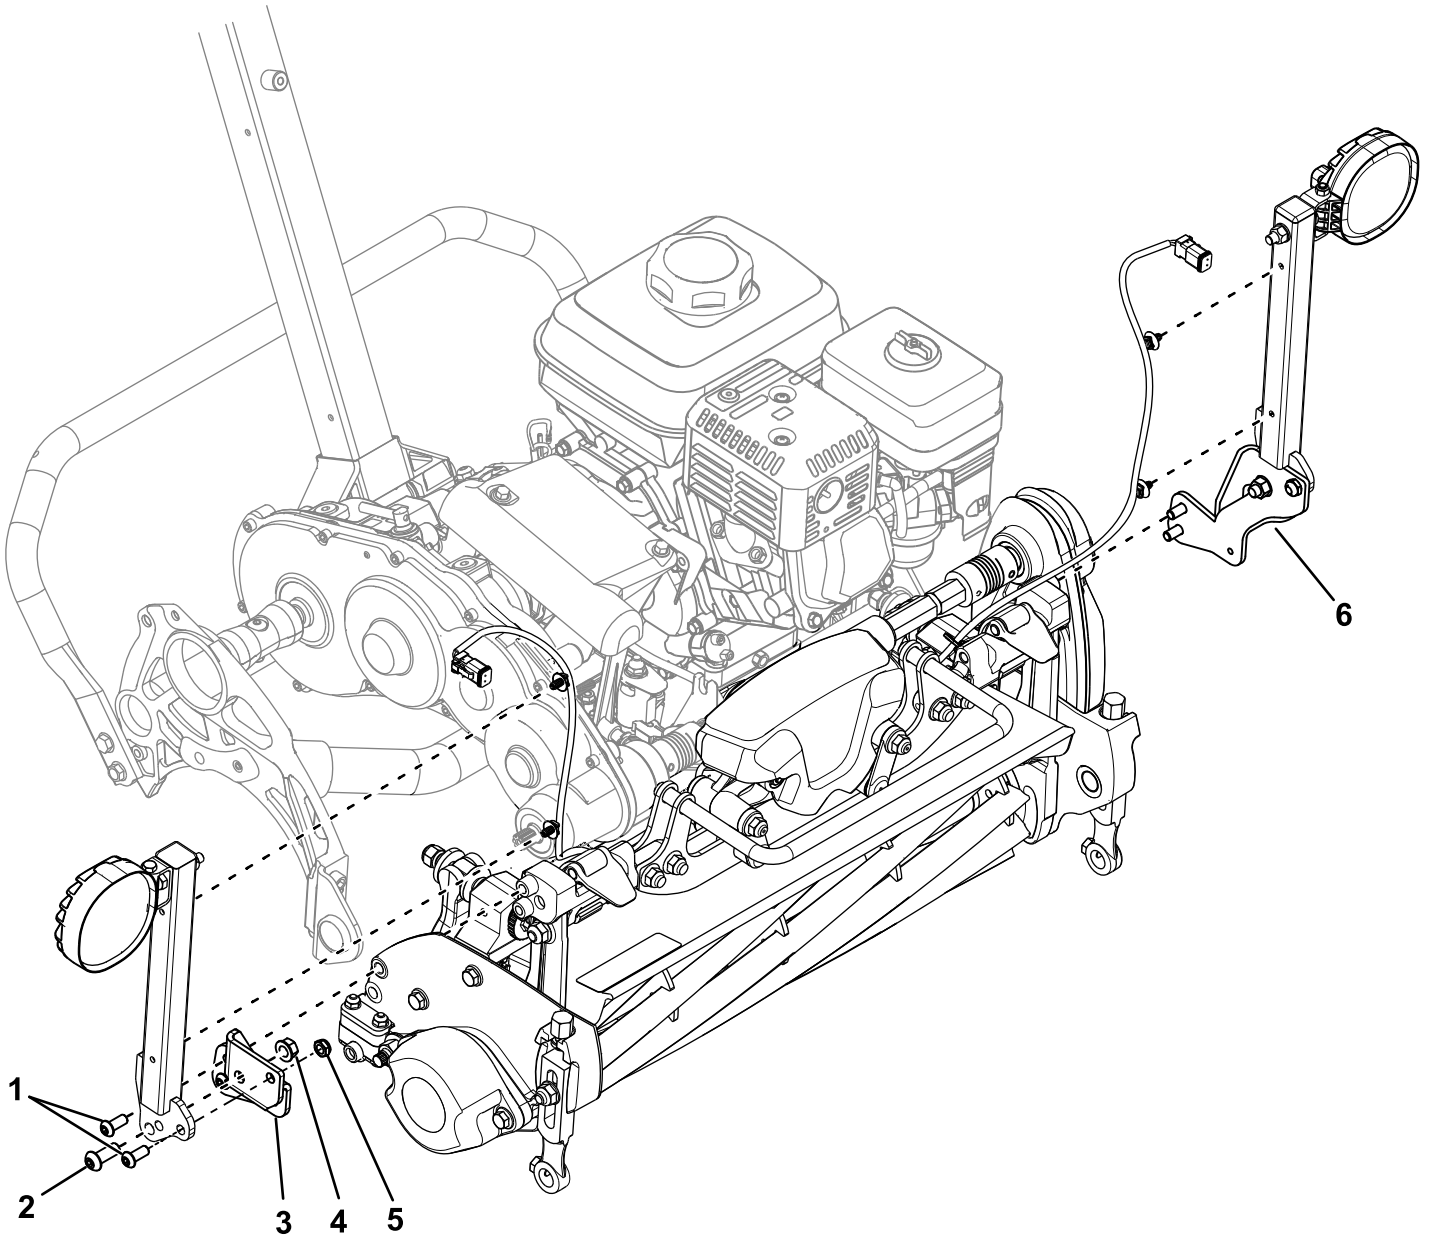

Figura 4
1. Utilizzate 2 viti a esagono incassato (5/16"), 2 dadi di bloccaggio, 2 viti a esagono incassato (⅜") e 2 dadi flangiati (⅜") per fissare i supporti delle luci alle staffe di supporto (Figura 4).
2. Utilizzate 4 viti a esagono incassato (5/16") per fissare le staffe di supporto alle estremità del mozzo dell'apparato di taglio (Figura 4).